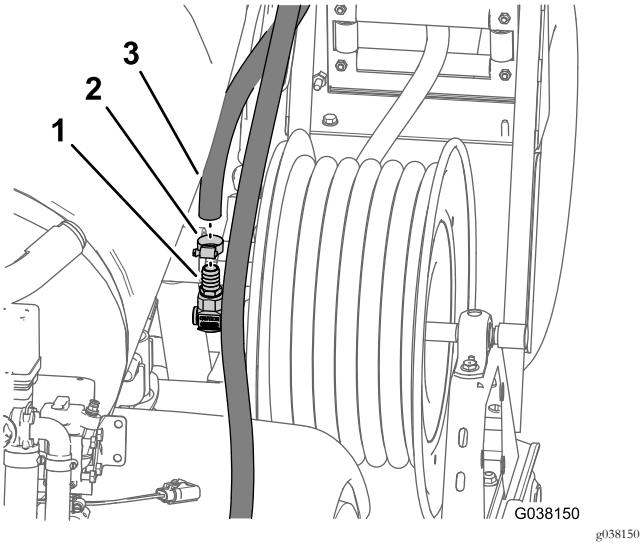

Figura 12
1. Retire a braçadeira do tubo que prende a tubagem de fornecimento à união roscada na peça giratória de entrada do cilindro (Figura 12).
2. Retire o tubo de fornecimento da união estriada (Figura 12).